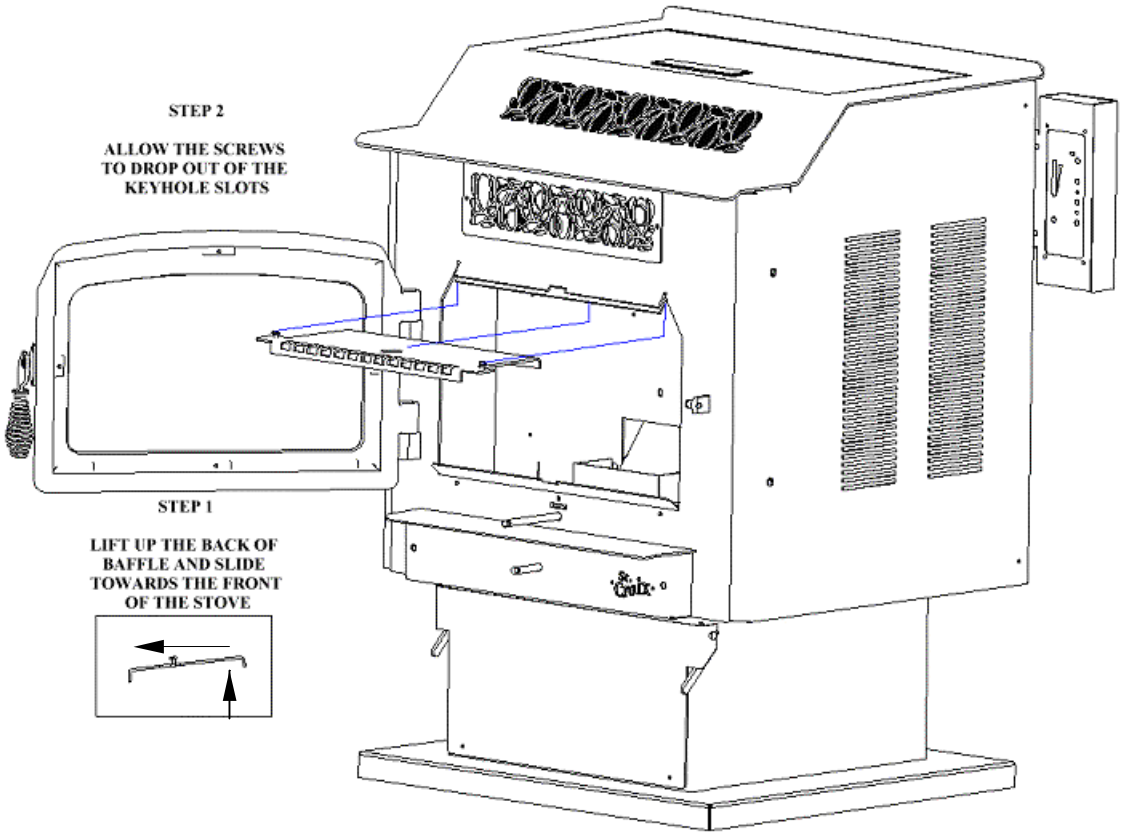

Figure 11
4. **Heat Exchange Baffle.** Remove the baffle and clean the ashes that accumulate on a regular basis. Once a month or sooner, depending on the quality of fuel being used *(See Figure 11 on Page 18)*